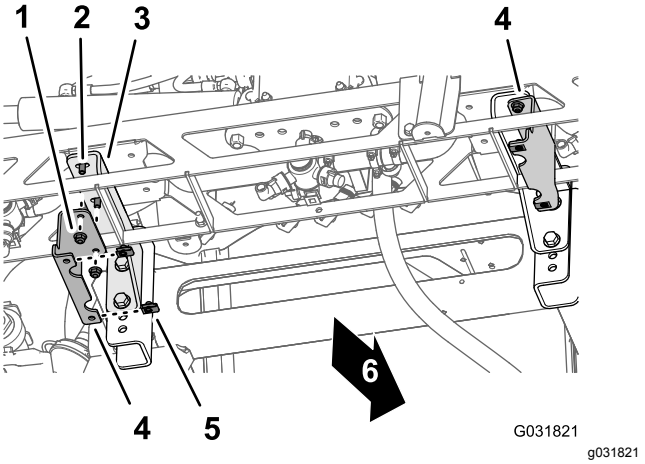

Figur 41
3. Ta bort de två flänslåsmuttrarna (3/8 tum) som håller fast kåpans vänstra stödfäste på centersprutrampssektionens vänstra stödfäste och ta sedan bort kåpans stödfäste (Figur 41).
4. Gänga på de två flänslåsmuttrarna (⅜ tum) på flänsskruvarna (⅜ x 1 tum) på centersprutrampssektionens vänstra stödfäste (Figur 41) och dra åt skruven och muttern till 37–45 Nm.
5. Upprepa steg 3 och 4 för kåpans stödfäste och centersprutrampssektionens stödfäste på centersprutrampssektionens högra sida (Figur 41).
6. Ta bort klämmuttrarna från höger och vänster kåpstödfäste (Figur 41).